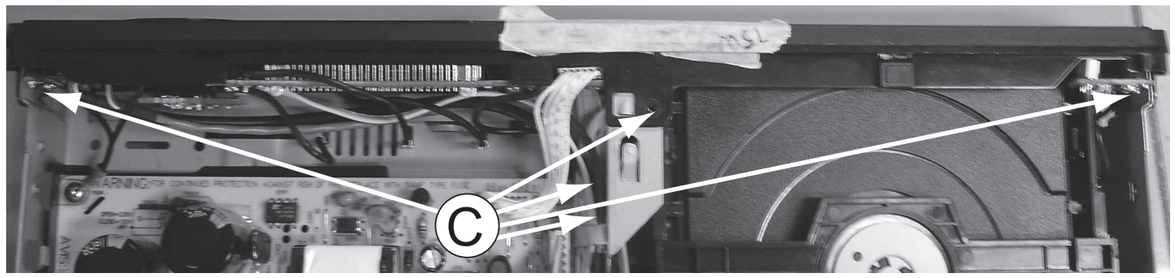

Figure 6
4) Loosen 5 screws “C“ at the front panel bracket as in figure 6 to remove the front panel.